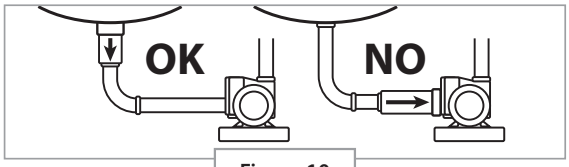

Figure 10
9. Do not supply a pump from a liquid opening in the tank which is a smaller diameter than the pump inlet. Pumps should always have a supply line equal to or greater in size, from the tank. Where utilizing a smaller tank opening to supply a larger inlet pump, **DO NOT** make the transition up in size at pump inlet, or within 10 pipe diameters in length. This can cause a pressure drop and vaporization as the liquid will expand where the line size increases, causing a pressure drop. This is especially problematic when the pump starts after sitting for a period of time. An increase in size from the tank internal valve, should be made as close as possible to the internal valve and vertically in orientation, if possible. **Figure 10**.